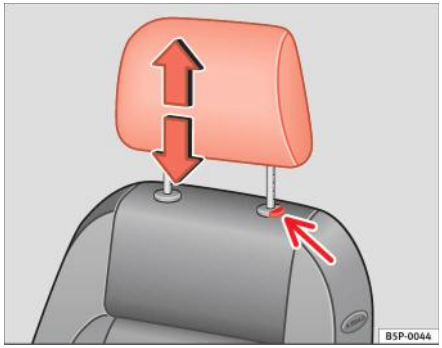

Fig. 67 Reglarea şi demontarea tetierelor
– Apăsați butonul ⇒ fig. 67 (săgeata).